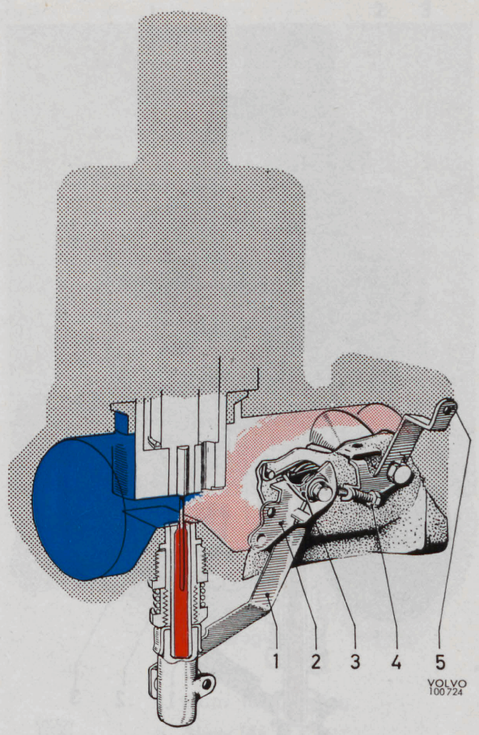

Bild 15. Förgasare, snabbtomgång.
När reglaget dras ut, trycks hävarmens (3) yttre ända nedåt och påverkar munstycket så att det trycks ned. Dessutom påverkas snabbtomgångsskruven av kammen på hävarmen (2, bild 15) och gasspjällen öppnas något.
Då chokereglaget dras ut påverkas även gasspjällen. Hävarmen (2, bild 15) är i ena ändan utformad till en kam, vilken trycker på snabbtomgångsskruven (4) varigenom gasspjällen öppnas. Motorn erhåller på så sätt ett högre tomgångsvarvtal under den tid chokereglaget är utdraget.